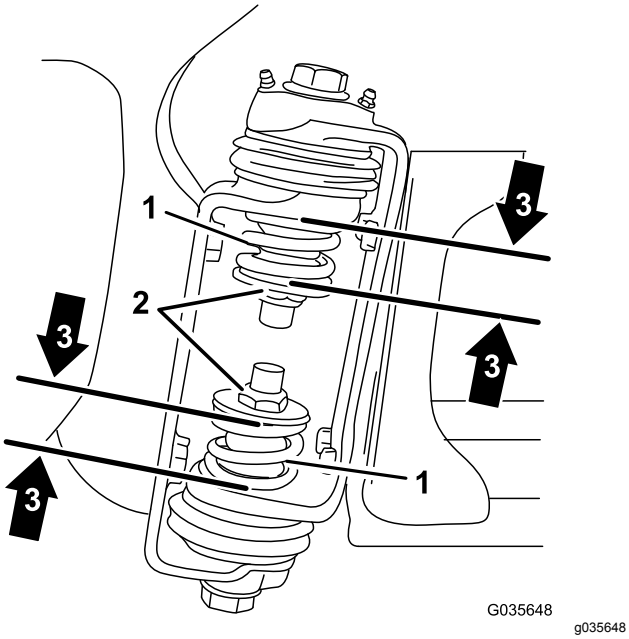

**Figuur 4**
3. Meet bij het spuitboomscharnier de compressie van de bovenste en de onderste veren als de spuitbomen zijn uitgeklapt (Figuur 4).